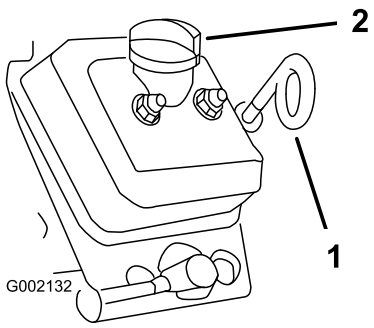

Figur 42
8. Gör rent runt oljestickan och dess lock samt påfyllningsröret och ta bort oljestickan (Figur 42).
9. Ta bort oljestickan och fyll på med specificerad olja i påfyllningsröret tills nivån når upp till markeringen Full på oljestickan (Figur 42).
10. För in oljestickan helt i oljesticksröret, dra ur den och kontrollera oljenivån (Figur 42).
11. Sätt tillbaka oljestickan i oljesticksröret och säkra locket i röröppningen så att de sitter ordentligt (Figur 42).